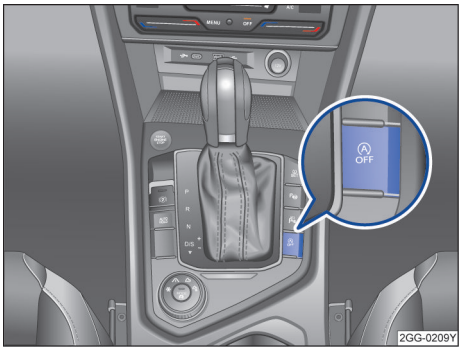

图 108 启停系统按钮
– 按两次按钮 → 图 108。
– 按下按钮 → 图 108。